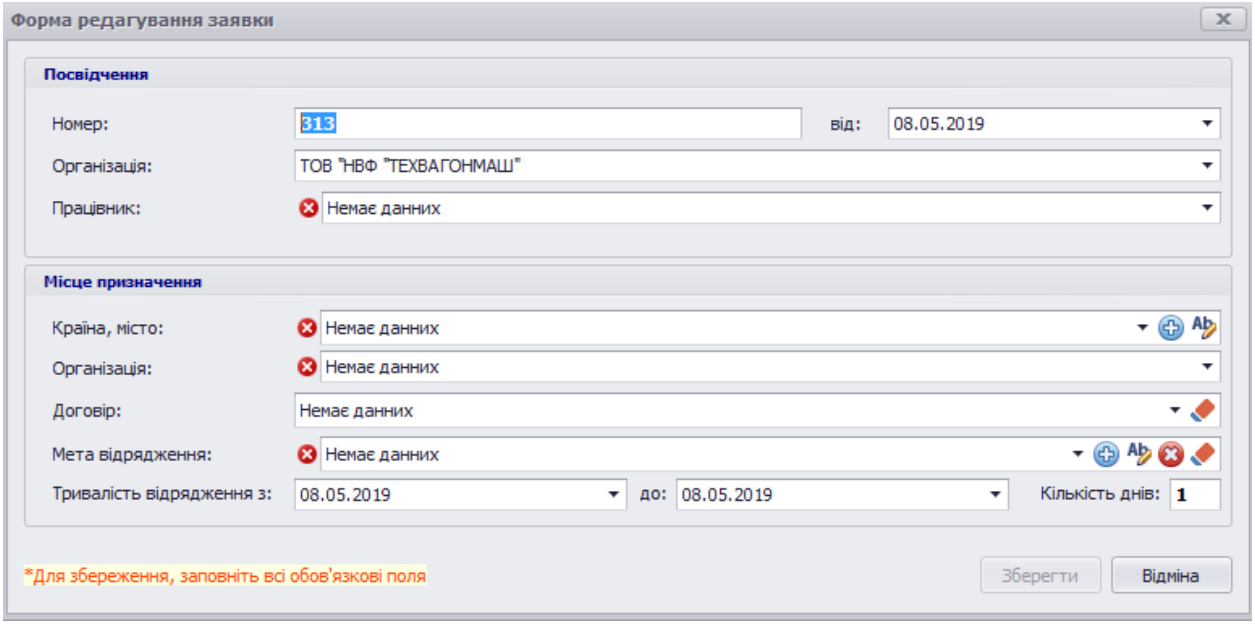
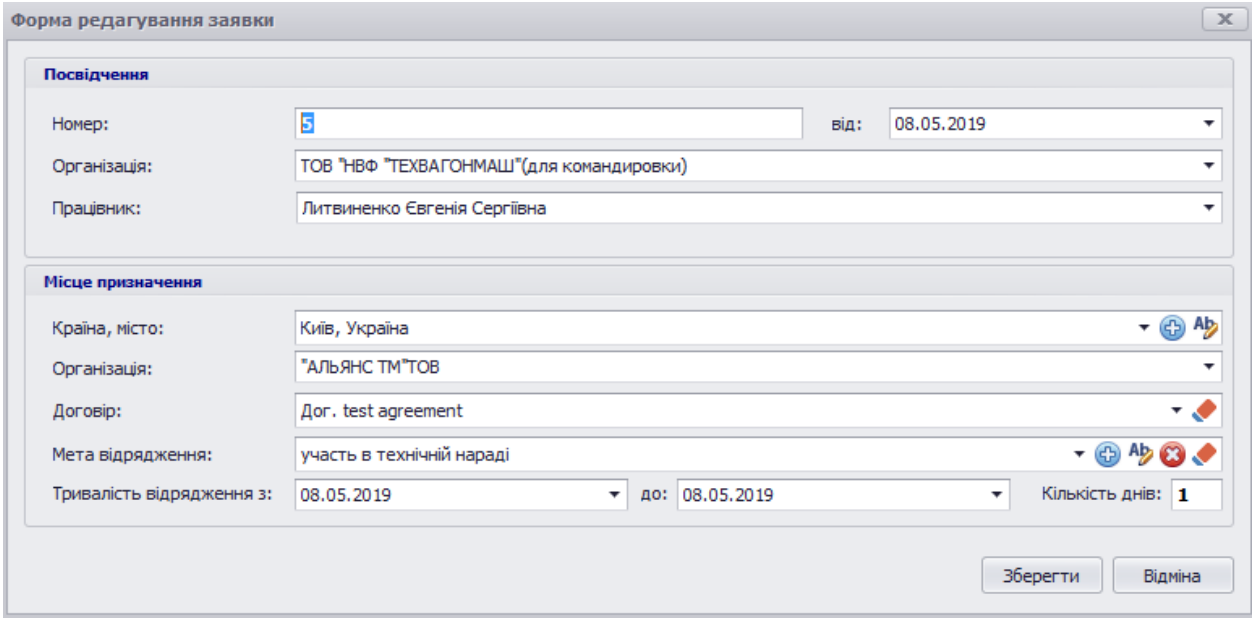

Рисунок 2.1 – Форма створення посвідчення
Рисунок 2.2 – Форма редагування посвідчення
- «*Посвідчення про відрядження*», створення (рис. 2.1), редагування (рис. 2.2) та видалення посвідчень;